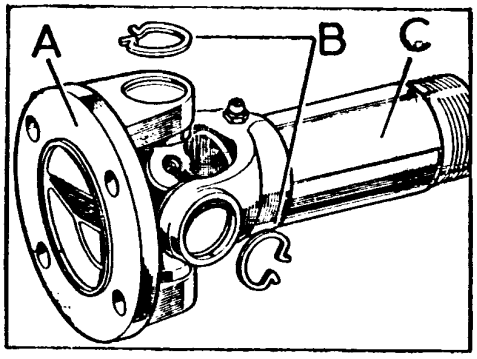

Fig. D-8 Junta universal
1.2. Eliminar la pintura y suciedad que exista sobre los arillos, B (Fig. D-8) y extraemos de los ejes de la cruceta.
1.3. Extraer los arillos-retén, B (Fig. D-8).
NOTA: Si fuese preciso, se extraerá el engrasador de la junta universal para facilitar el desmontaje del cojinete (Fig. D-8).